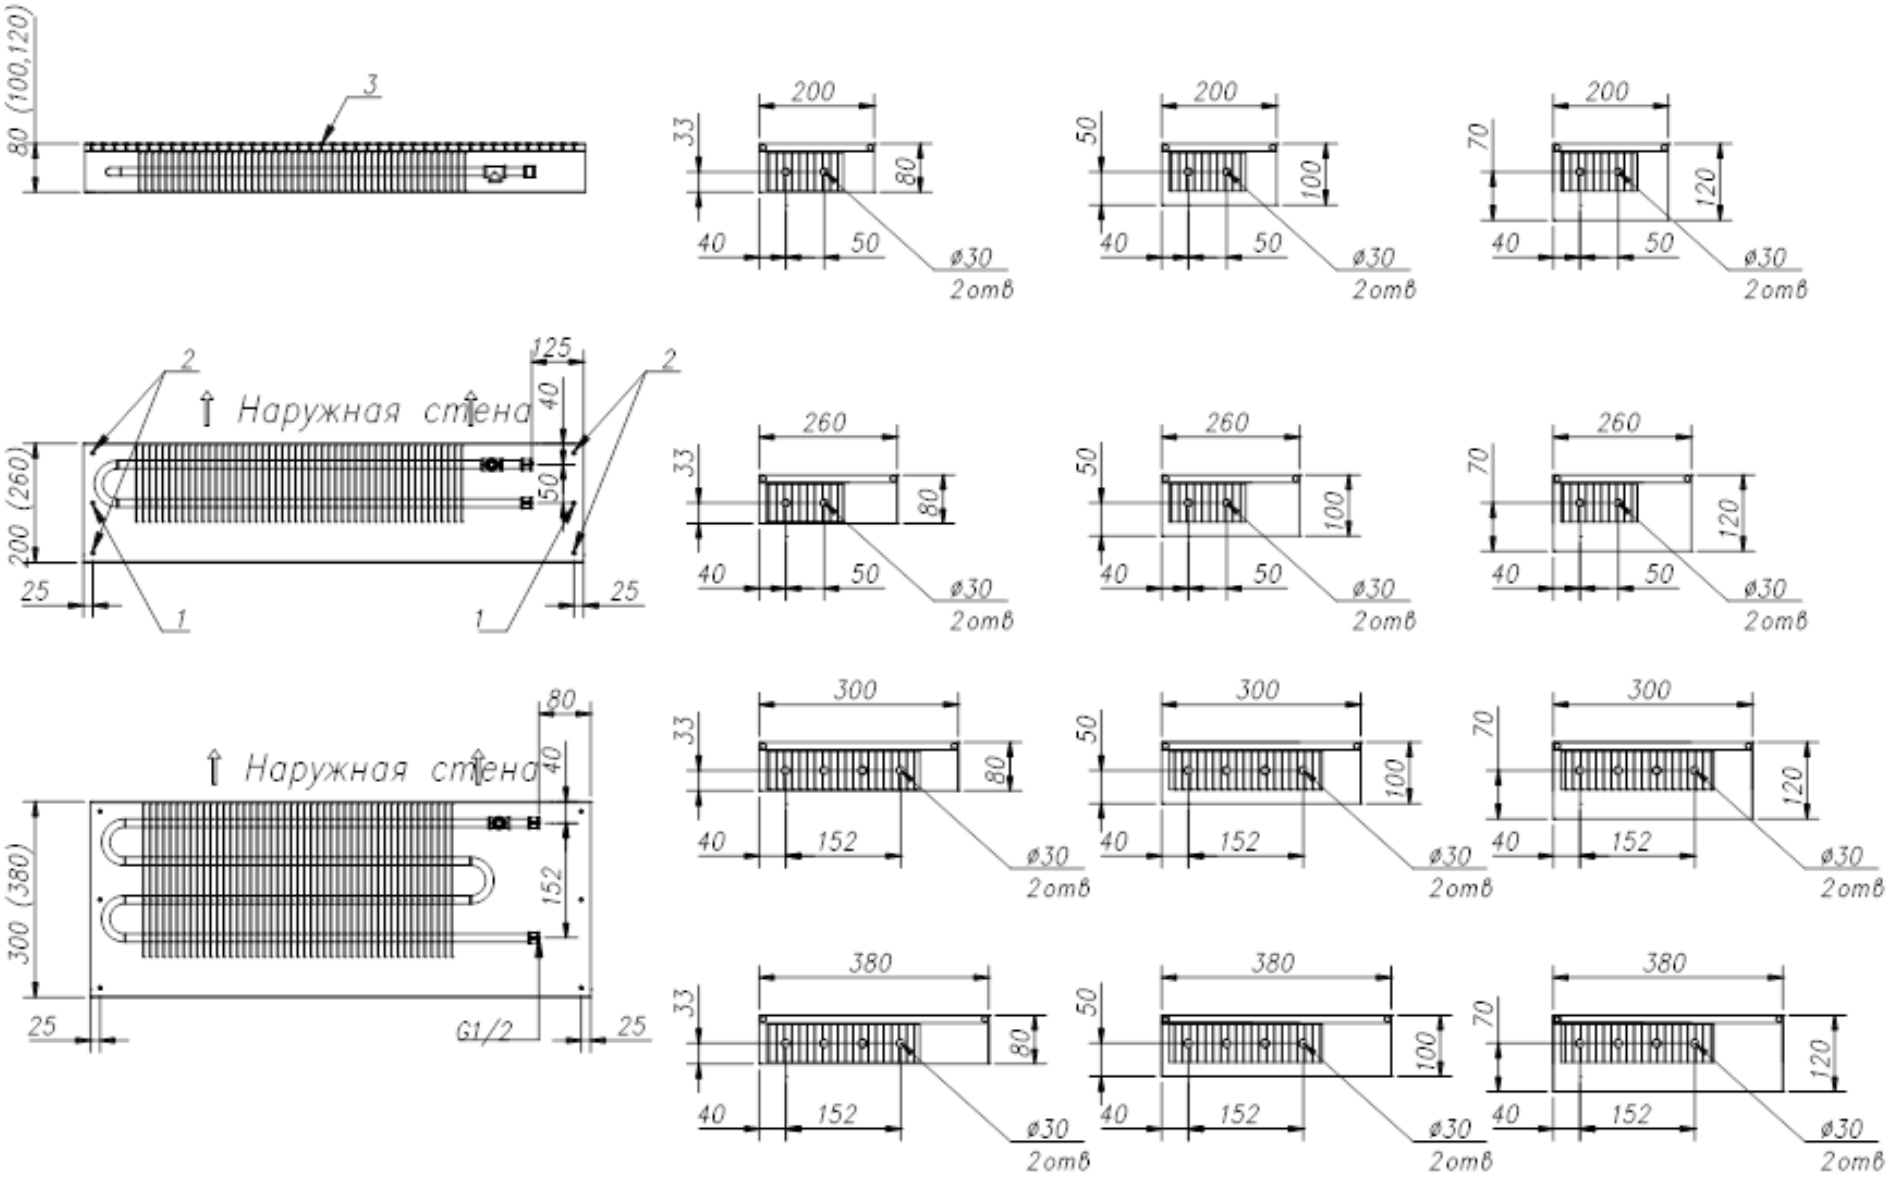

*Рис.3 Конвекторы **«Уют»** (с естественной конвекцией).*
4. Выровнять корпус конвектора, используя уровень и регулирующие винты (поз.2, рис. 3), располагающиеся в углах корпуса конвектора таким образом, чтобы верхняя часть конвектора находилась на уровне «чистого пола» с допуском ± 1мм. (При длине прибора более 2м вводятся дополнительные регулировочные и крепежные отверстия).
5. Выровненный конвектор крепиться к полу с помощью крепежного набора. Крепежные отверстия находятся на дне корпуса (поз.1, рис. 3).
7. Завершить отделку пола. При проведении отделочных работ декоративную воздуховыпускную решетку (поз. 3 рис. 3) снять, конвектор закрыть сверху защитной крышкой, чтобы не допустить попадания строительного мусора внутрь конвектора.